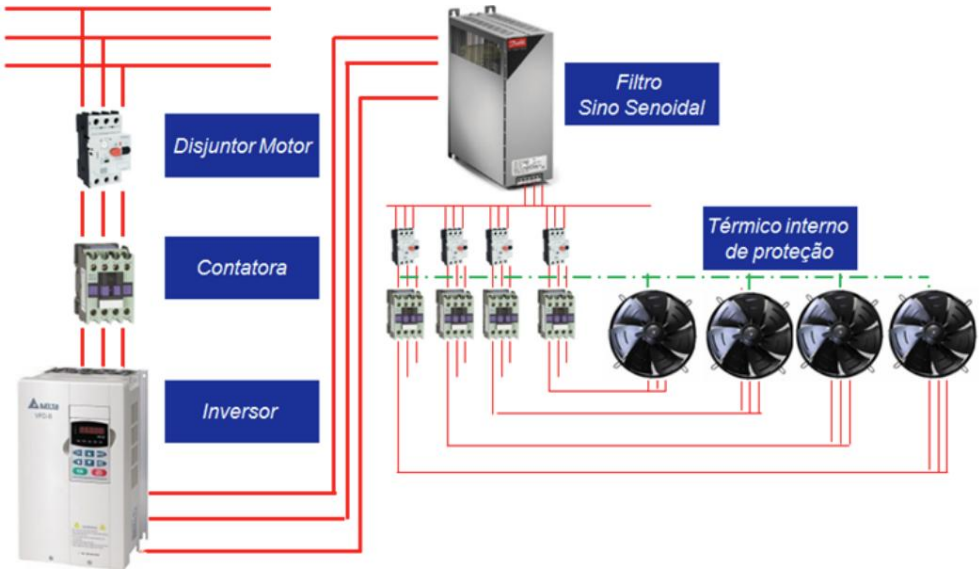

Figure 1 - montaje mínimo requerido para la instalación de inversores con múltiples ventiladores AC.
- Entre el inversor de frecuencia y el motor, se debe instalar un filtro de onda sinusoidal en todos los polos (efecto de filtro de tensión de salida con formato sinusoidal entre fase-fase, fase-tierra), véase la Figure 1.